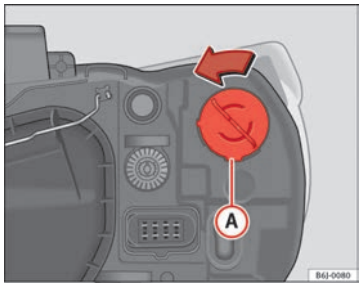

Fig. 147 Luz intermitente faro simple
– Gire el portalámparas ⇒ fig. 147 (A) a la izquierda y tirar.